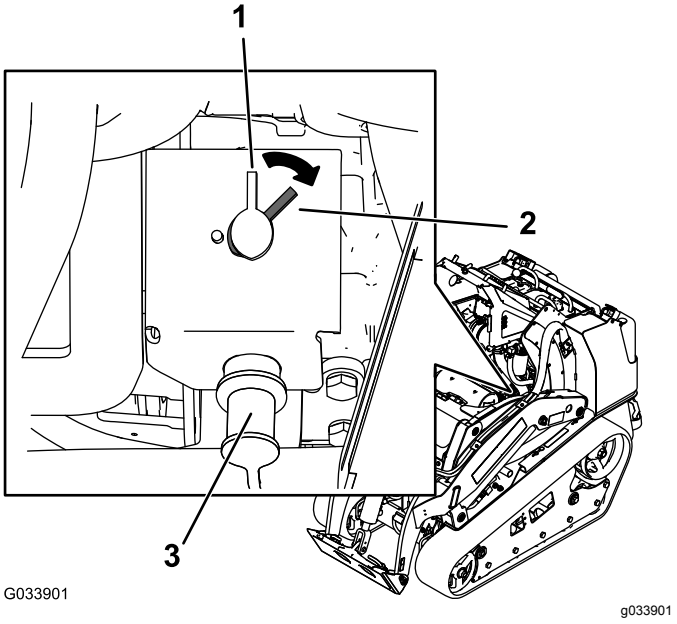

**Rysunek 50**
- Aby włączyć zasilanie elektryczne maszyny, przekręć odłącznik akumulatora w prawo do pozycji ON (Rysunek 50).
- Aby odłączyć zasilanie elektryczne maszyny, przekręć odłącznik akumulatora w lewo do pozycji OFF (Rysunek 50).